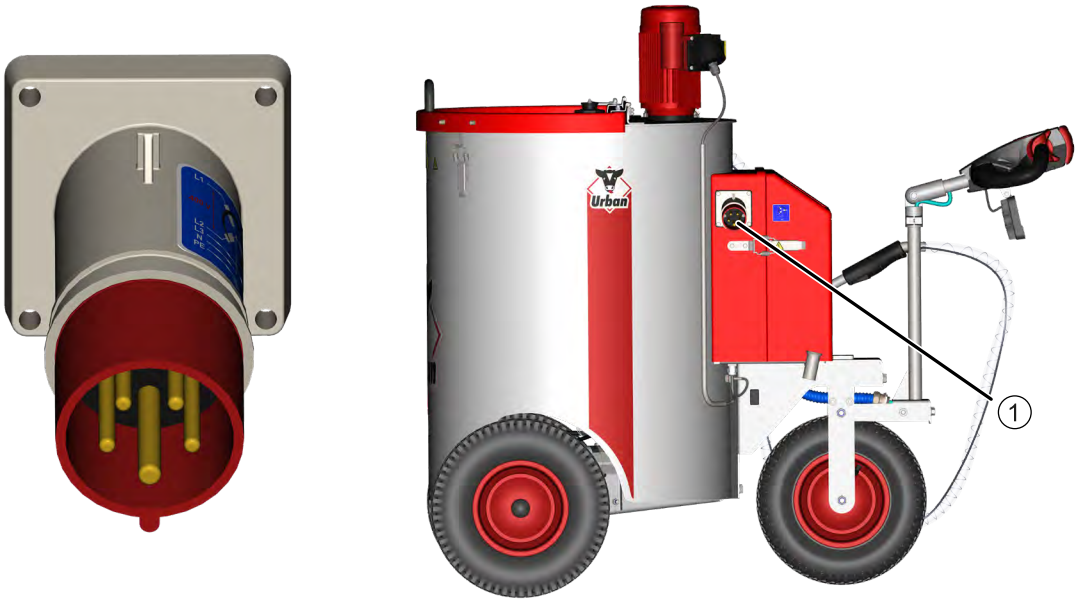

Afbeelding 18: Voorbeeldaansluiting, CEE rood, 5-polig (400 VAC)
4. Steek de stekker aan het andere einde van de aansluitkabel in de contactbus ① van de MilkShuttle (zie „Afbeelding 18: Voorbeeldaansluiting, CEE rood, 5-polig (400 VAC)“ op pagina 30.)